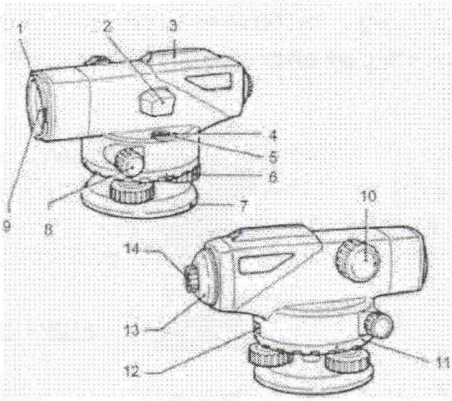

Рис. 1
На рис. 1 цифрами обозначены:
- Вращайте кремальеру ([10], рис. 1) вперед или назад, для наведения на большее или меньшее расстояние соответственно. Добейтесь четкого изображения. С помощью винта горизонтального наведения расположите изображение рейки посередине сетки нитей.